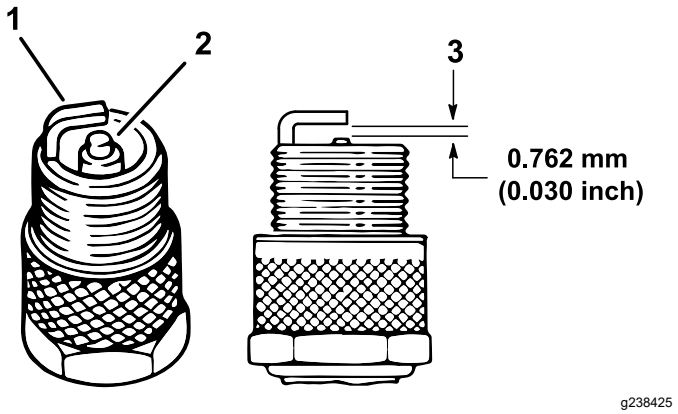

Figur 35
4. Kontrollera att inte sidoelektroden, mittelektroden och mittelektrodsisolatorn är skadade (Figur 35).
5. Kontrollera att luftgapet mellan mitt- och sidoelektroderna är 0,762 mm. Se Figur 35.